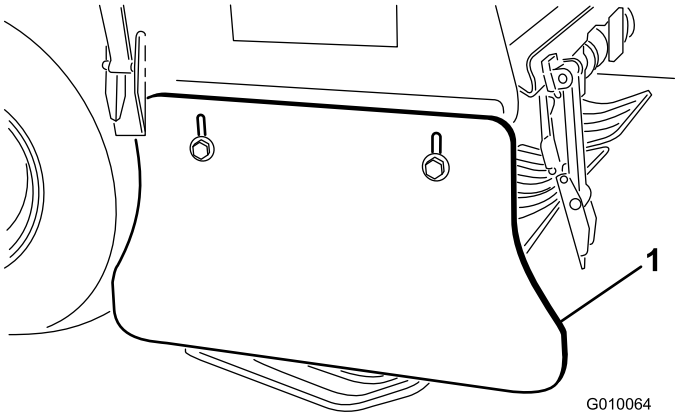

Figur 62
1. Løsn de bolte og møtrikker, der fastgør sideskærmen til stellet (Figur 62).